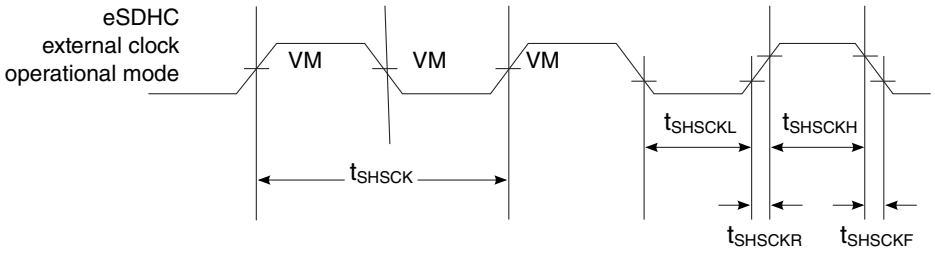

Figure 14. eSDHC clock input timing diagram
1. The symbols used for timing specifications herein follow the pattern of $t_{\text{(first two letters of functional block)(signal)(state) (reference)(state)}}$ for inputs and $t_{\text{(first two letters of functional block)(reference)(state)(signal)(state)}}$ for outputs. For example, t_{SHKHOX} symbolizes eSDHC highspeed mode device timing (SH) clock reference (K) going to the high (H) state, with respect to the output (O) reaching the invalid state (X) or output hold time. Note that in general, the clock reference symbol is based on five letters representing the clock of a particular functional. For rise and fall times, the latter convention is used with the appropriate letter: R (R for rise) or F (F for fall).
5. See Figure 14. on page 85.